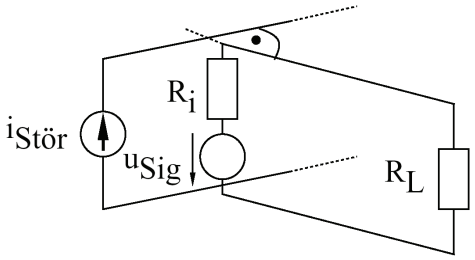

Bild 24: Magnetische Entkopplung durch orthogonale Anordnung
- Entkoppeln des Nutz- und Störkreises durch orthogonale Anordnung der magnetischen Achsen. Das Magnetfeld des Störkreises liefert auf diese Weise keinen Flussbeitrag im Nutzkreis. Bild 24 verdeutlicht diesen Sachverhalt, der insbesondere bei spulenförmigen Anordnungen zu beachten ist.